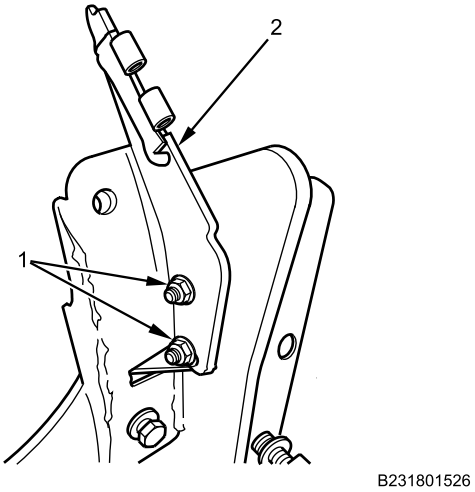

Figure 4. Power Distribution Bracket.
1. Install power distribution armor plate bracket (Figure 4, Item 2) on lower armor plate with two bolts and new hex locknuts (Figure 4, Item 1). Tighten bolts securely.